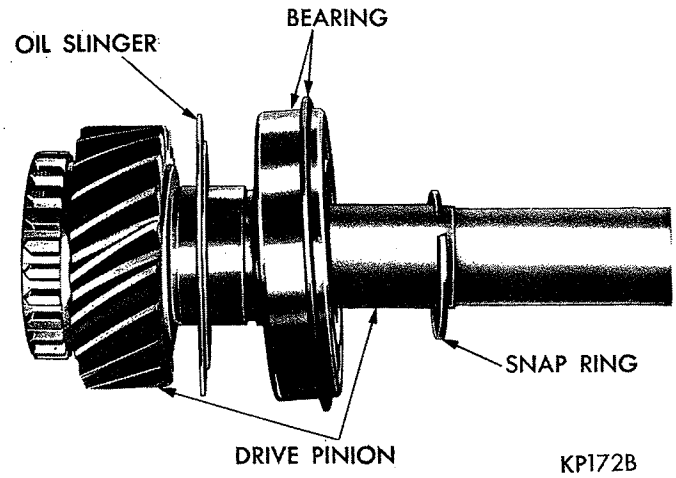

*Fig. 16—Drive Pinion Assembly*
(3) Remove snap ring (Fig. 16), which locks main drive pinion bearing on the pinion shaft. Remove pinion bearing washer, then carefully press pinion shaft out of bearing, using an arbor press. Remove oil slinger.
(4) Remove snap ring and bearing rollers from cavity in end of the drive pinion. **A-903-14 rollers, A-745-15 rollers.**
(1) Slide oil slinger (if removed) over pinion shaft and down against the gear (Fig. 16).
(2) Slide bearing over pinion shaft (snap ring groove away from gear end), then seat on the shaft, using an arbor press.
(3) Secure bearing and washer with selected thickness snap ring. Four snap rings are available to eliminate end play (same thickness as clutch gear and mainshaft snap rings).